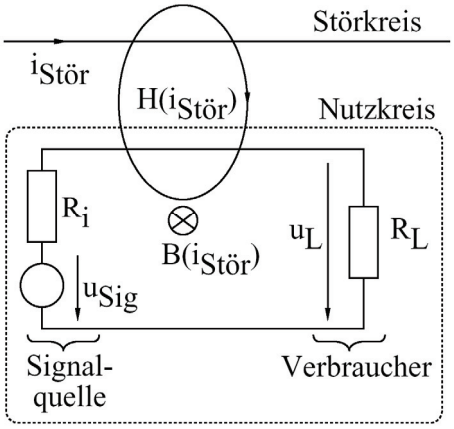

Bild 19: Durch magnetische Kopplung gestörter Nutzkreis
Aus Bild 19 ist der magnetische Koppelmechanismus ersichtlich. Der Strom $i_{Stör}$ stellt die Störgrösse dar. Er erzeugt eine magnetische Induktion $B(i_{Stör})$ und damit einen magnetischen Fluss $\phi(i_{Stör})$. Der Fluss durchsetzt die in Bild 19 dargestellte Masche des Nutzkreises. Eine von $i_{Stör}$ hervorgerufene Flussänderung induziert eine Störspannung $u_{Stör}$ in die Masche des Nutzkreises.
a) Bei magnetischer Kopplung kann der Störspannungsanteil an der Last durch Verkleinern des Innenwiderstands R_i der Signalspannungsquelle nicht reduziert werden. Der Störanteil an der Ausgangsspannung für die in Bild 19 dargestellte allgemeine Anordnung eines magnetisch beeinflussten Nutzkreises beträgt: